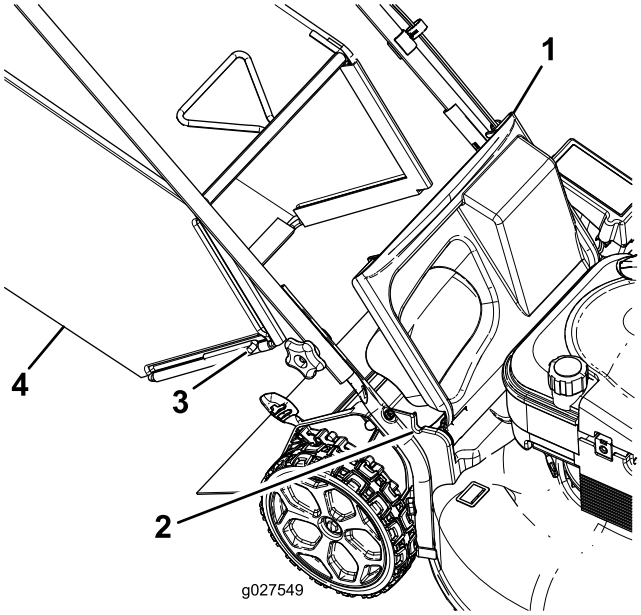

Figuur 19
1. Breng de afvoergeleider aan de achterzijde omhoog (Figuur 19).
2. Plaats de stanguiteinden van de grasvanger in de inkepingen van de handgreepbeugels (Figuur 19).